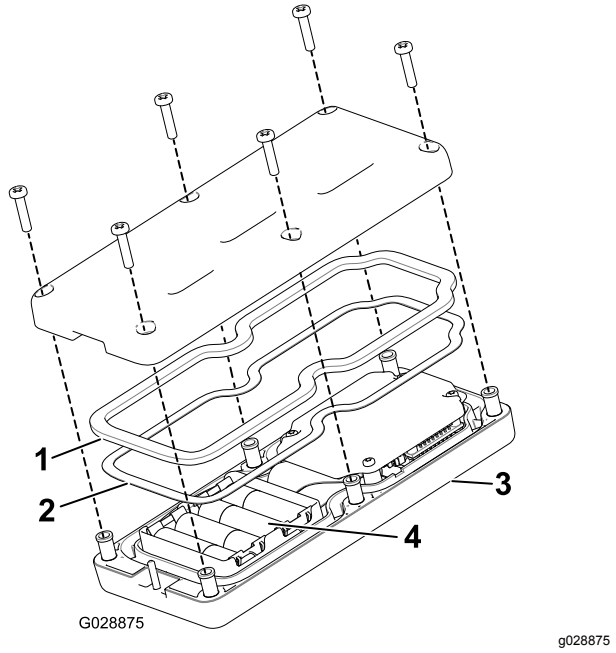

Figur 38
3. Ta bort de 6 skruvarna från baksidan av kontrollen och ta bort luckan (Figur 38).
5. Sätt i nya batterier i facket och tänk på polariteten. (Enheten skadas inte om batterierna sätts i fel, men den fungerar inte.) Det finns polaritetsmarkeringar i facket för varje terminal (Figur 38).
6. Om du oavsiktligt tar bort gummitätningen och stålpackningen ska du sätta tillbaka dem försiktigt i kanalen på handkontrollen (Figur 38).
7. Sätt tillbaka luckan och fäst den med de 6 skruvarna som togs bort tidigare (Figur 38) och dra åt dem till 1,5–1,7 N·m.